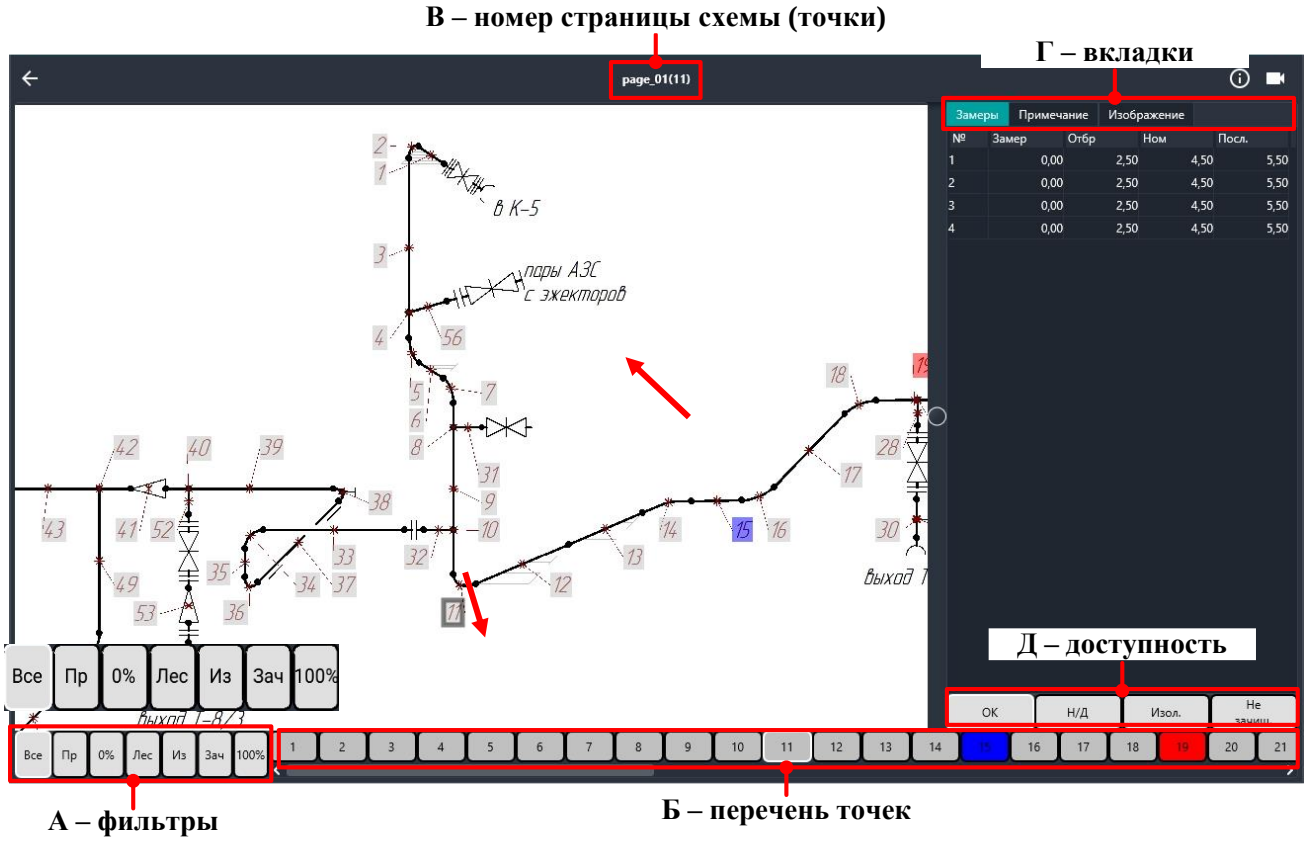

Рис. 4.2 – Режим внесения замеров
Основные кнопки/ функции **режима внесения замеров** (рис. 4.2)
А – фильтры отображения точек (одновременно может быть нажат только один фильтр) (рис.4.2а):
Рис. 4.2а – Фильтры отображения точек
Б – перечень точек на листе (доступен к выбору, при выборе производится центровка схемы по расположению точки) (рис. 4.2б):
Рис. 4.2б – Перечень точек
В – номер страницы схемы (номер выбранной точки) (рис. 4.2в):
Рис. 4.2в – Номер страницы схемы (номер выбранной точки)
Г – **вкладка выбора режима редактирования** (рис. 4.2г):
Рис. 4.2г – Вкладки режима редактирования
Д – атрибуты «доступности» точки замеров (рис. 4.2.д)
Рис. 4.2г – Атрибуты «доступности» точки замеров
- на вкладке «замеры» встать в строчку поля замеров (двойным нажатием) (рис.4.2г);